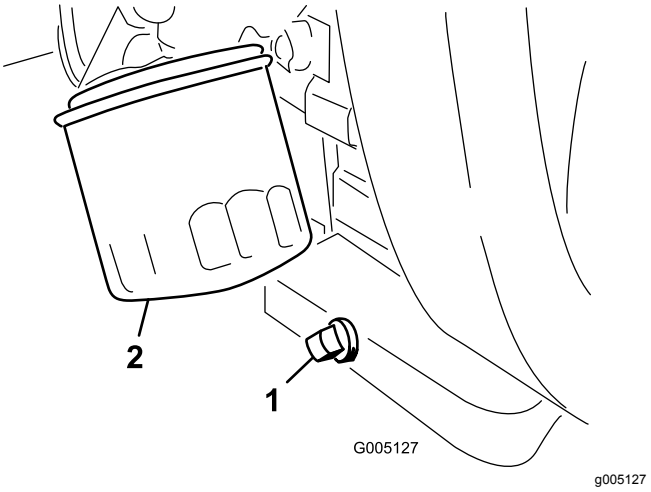

Figur 46
1. Fjern tappepluggen (Figur 46), og la oljen renne ned i et tappefat. Når oljen slutter å renne, setter du tappepluggen på igjen.
2. Ta av oljefilteret (Figur 46). Stryk et tynt lag med ren olje på den nye filterpakningen.